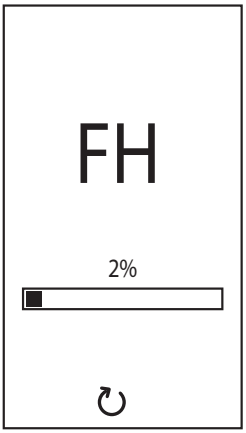

fig. 8- Purjare cu ventilatorul activat
- În următoarele 20 de secunde pe afişaj apare **FH**, care indică ciclul de evacuare a aerului din instalaţia de încălzire cu ventilatorul în funcţiune (fig. 8).